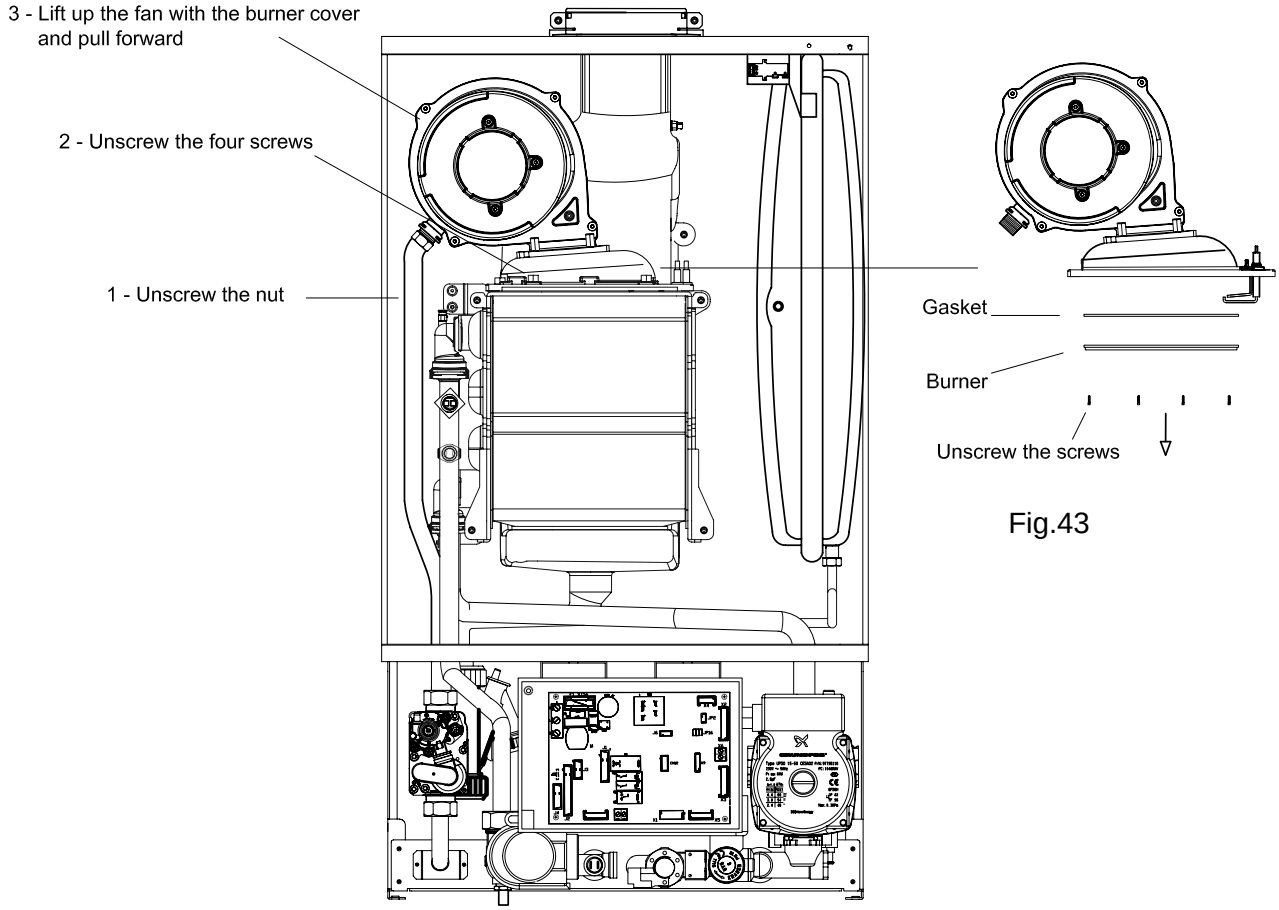

Fig.43
8.7 TO REMOVE/REPLACE THE BURNER (FIG.43)